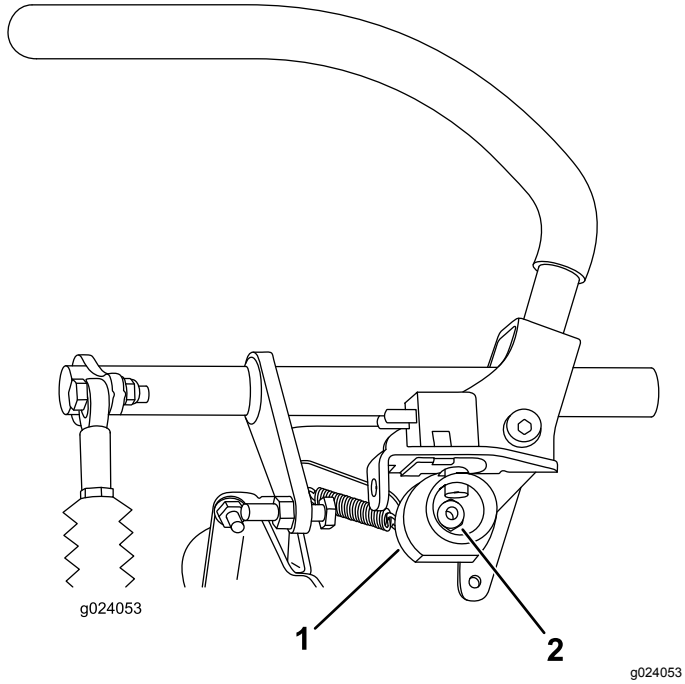

Rysunek 69
6. Poluzuj nakrętkę przytrzymującą krzywkę (Rysunek 69).